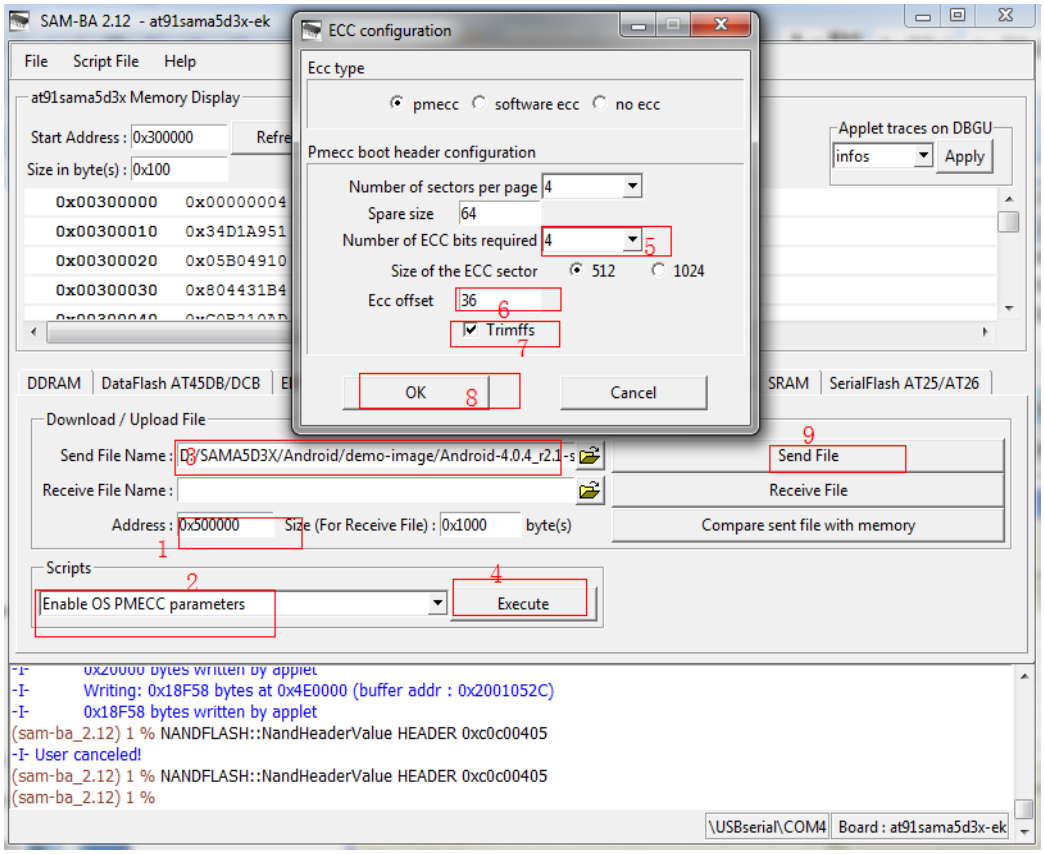

Figure 4-16
(11) Download [rootfs.ubi] to 0x0050 0000. Refer to figure 4-16(Note: be sure to check Trimffs):